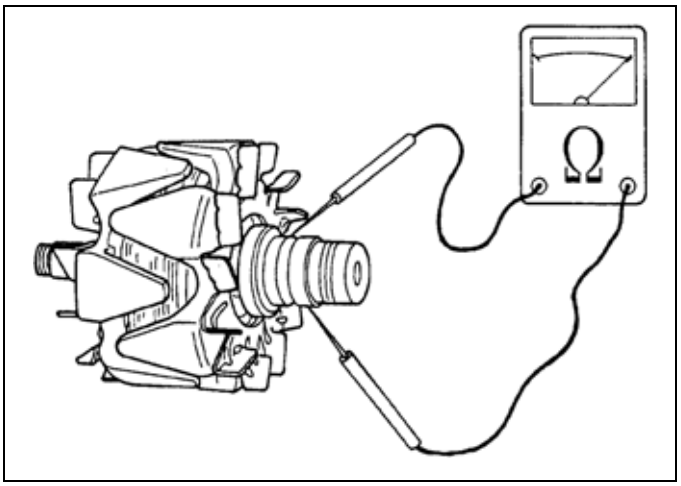

Fig. 5-16
b. Check for continuity between both the slip rings, page 5-7, Fig. 5-16. If there is no continuity, the field coil is defective. Replace the rotor assembly.